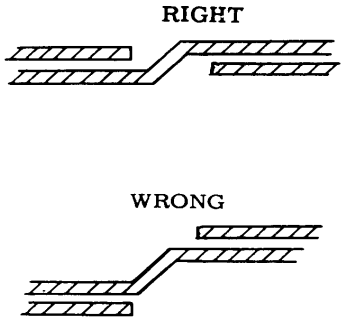

Figure 7. Spiral Lock Snap Ring Installation
b. Check that spiral lock snap retaining ring (7) is not turned inside out which would result in twice the normal thickness at the ends thus preventing satisfactory installation. (See figure 7.)
t. Install lock key (6, figure 7) in slot at front of lock tube. (5).
v. Insert lock tube assembly into housing (8) aligning key slot and installed key.